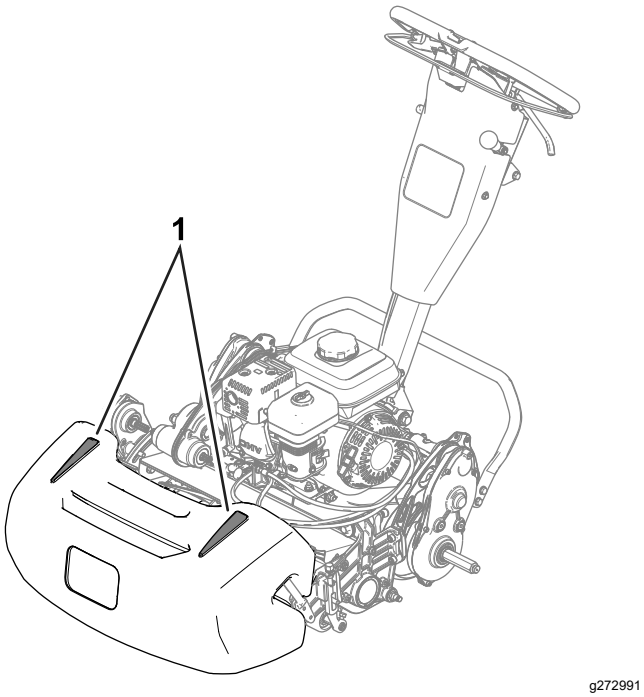

Figur 24
- Använd inriktningsränderna på korgen som hjälp för att klippa i en rak linje tvärsöver greenen och hålla maskinen på samma avstånd från kanten på föregående klippning (Figur 24).